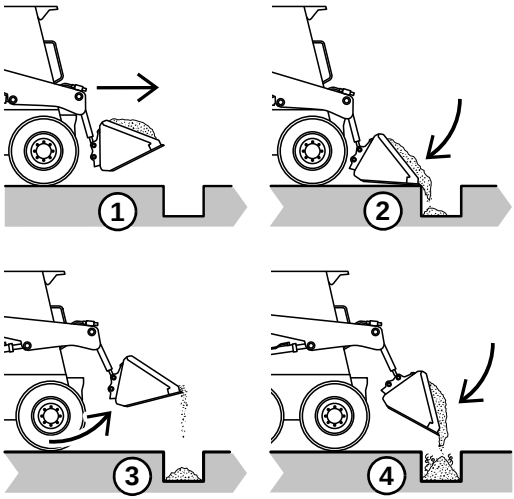

Figure 75 – Backfilling
1. (Figure 75) Lower the bucket a few inches from the ground. Slowly drive forward until the front edge of the bucket extends halfway over the edge of the hole or embankment.